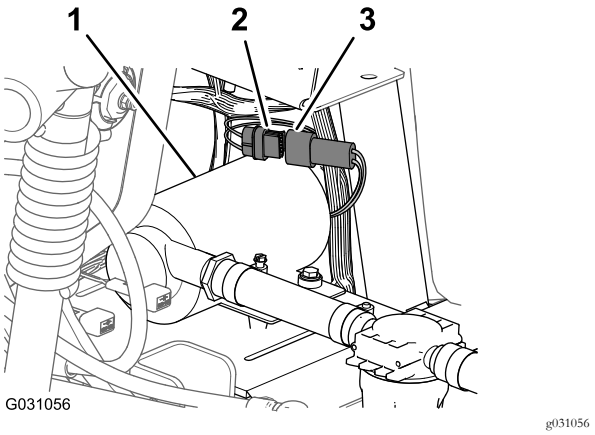

Figuur 121
1. Sluit de stekker met 6 pinnen van de kabelboom van de spoelpomp aan op de connector met 6 contacten van de achterste kabelboom met aanduiding RINSE PUMP (spoelpomp) (Figuur 121).